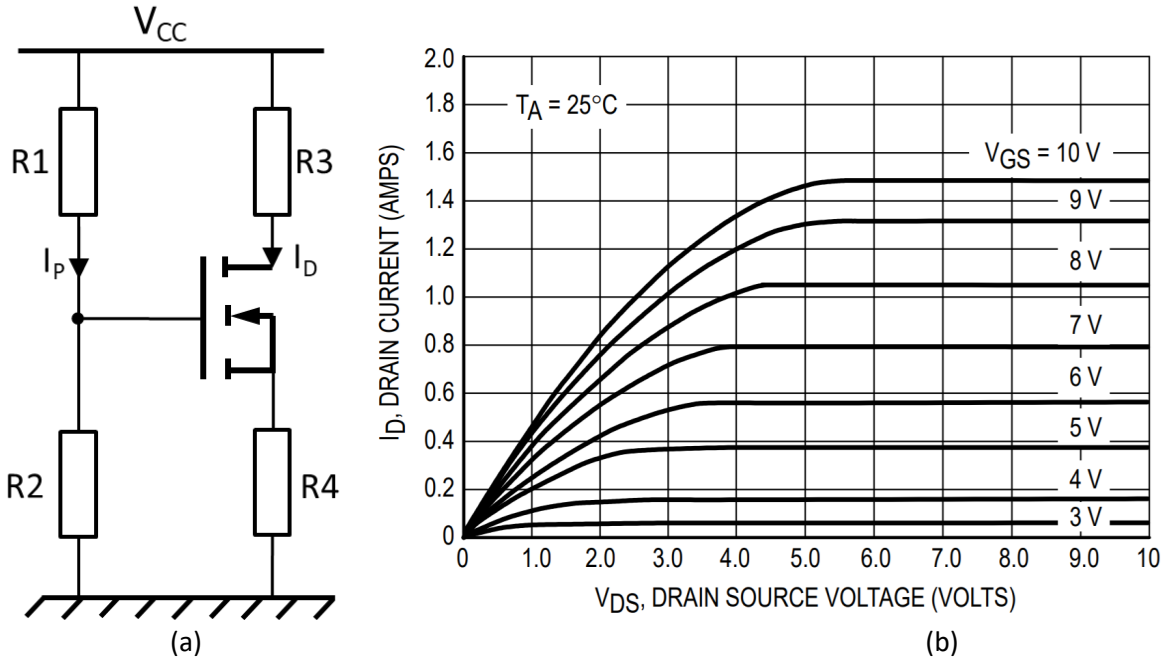

Figure 14.1 : (a) Schéma électrique de l'amplificateur à transistor, (b) caractéristique de sortie du MOSFET 2N7000
Nous considérons le schéma présenté Figure 14.1(a) qui utilise un transistor MOSFET 2N7000. La tension d'alimentation continue est $V_{CC} = 10\ V$. La caractéristique de sortie est fournie en figure 14.1(b).
1.1) Représenter le point de repos $I_{D0} = 800\ mA$ et $V_{DS0} = 5\ V$ sur la figure 14.1.(b).
1.3) Représenter la tension V_{GS0} sur la figure 14.1.(a). Dessiner sur la figure 14.1.(a) les courants et tensions connues.
1.4) Donner l'équation de la droite de charge statique $I_D = f(V_{DS})$. Tracer la droite de charge dans le réseau de caractéristiques de la figure 14.1.(b) et constater que celle-ci passe par le point de repos.